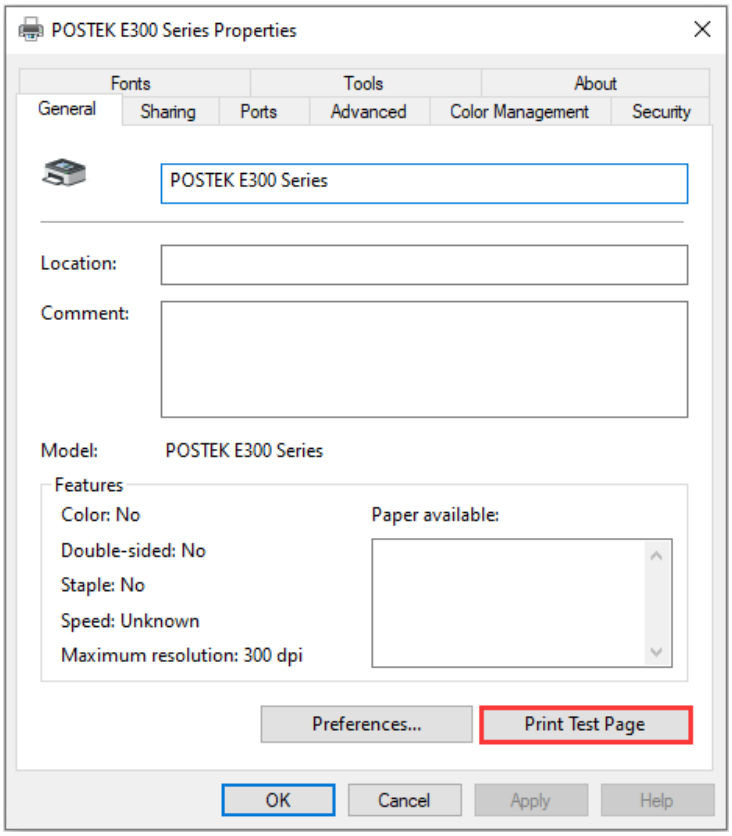

Figure 2-26 Print Test Page
9. Print a test page to see whether the printer is connected properly, as shown in Figure 2-26.